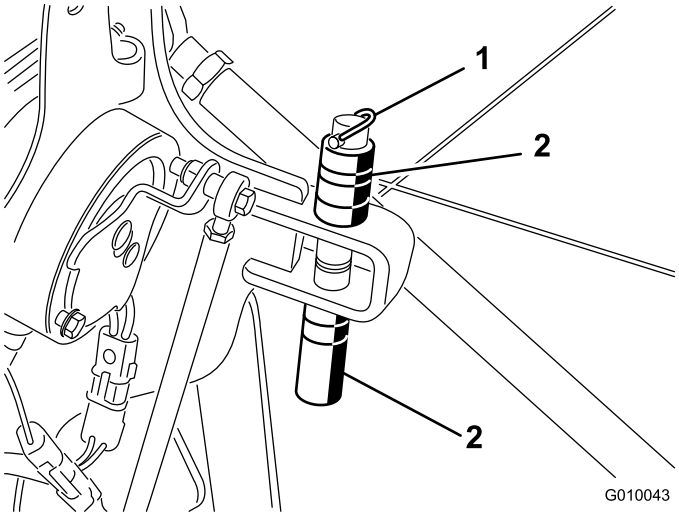

Figur 28
1. Fjern ringstiften, der fastholder afstandsstykker og dybdestifter (Figur 28).